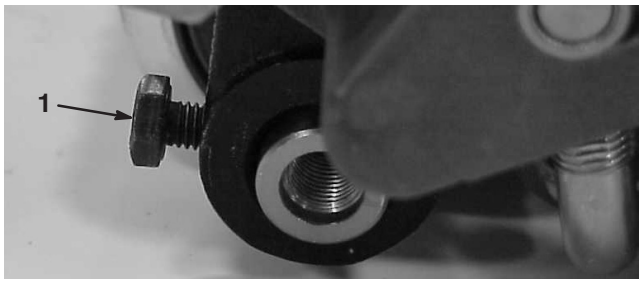

Figure 21
37. Insert the roller shaft into the height-of-cut arm and loosely secure with a M6 capscrew (Fig. 21).
38. Center the roller between the arms and tighten both mounting capscrews (Fig. 21).